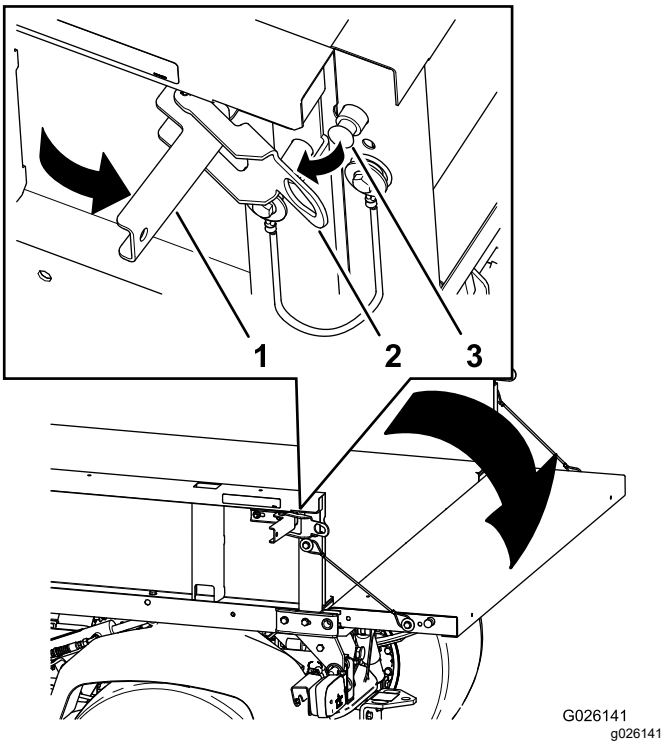

Figur 13
2. Öppna spärrhakarna på vänster och höger sida av lastlådan och sänk ner flakskyddet (Figur 13).